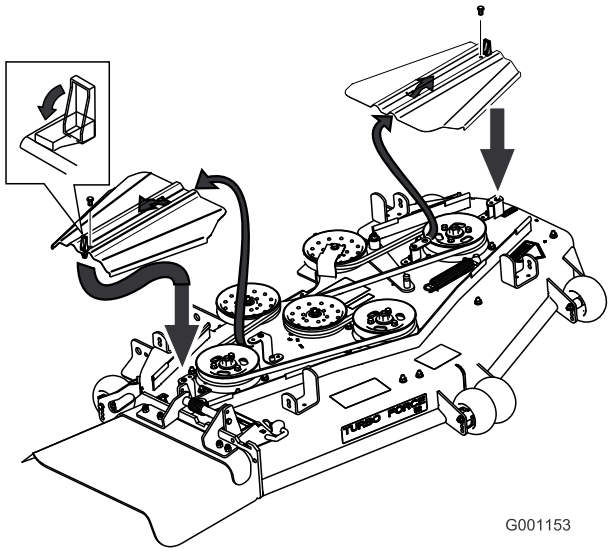

**Figur 65**
3. Fjern de bolte, der fastholder remskærmen, og fjern remskærmen (Figur 65).
9. Monter remskærmene ved at skubbe skærmen ind i tappen, montere boltene og lukke låsene (Figur 65).